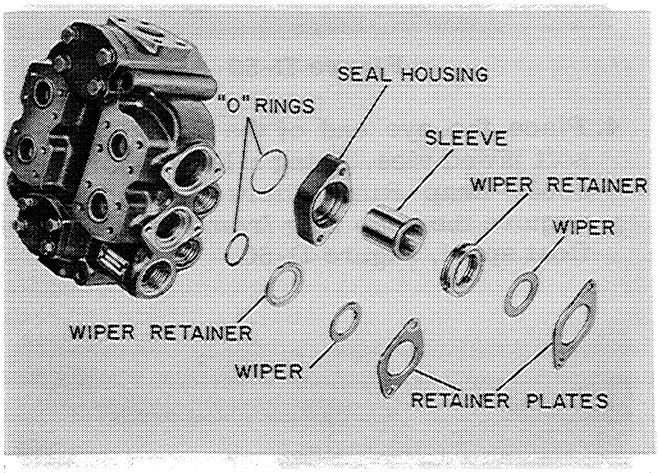

Figure D-62
6. Figure D-62 shows the order in which the "O" rings, seal housings, retainers, wipers and retainer plates are assembled in the control valve body.